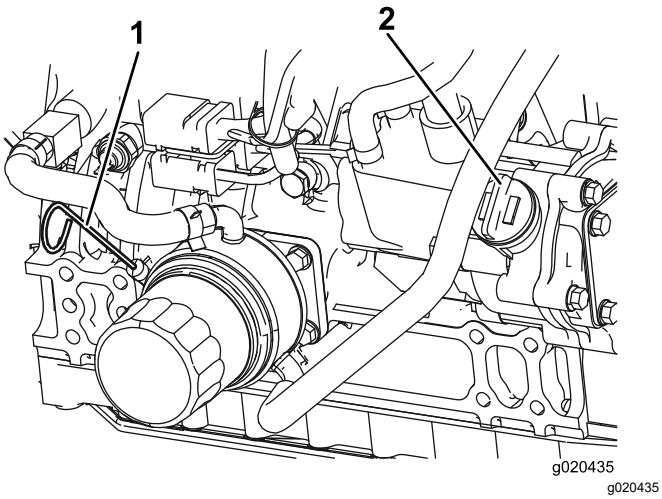

Figur 88
Oljenivået skal være i det sikre området (Figur 88).
4. Hvis oljenivået er under det sikre området, ta av lokket (Figur 88) og fyll på olje til nivået når opp til "Full"-merket.